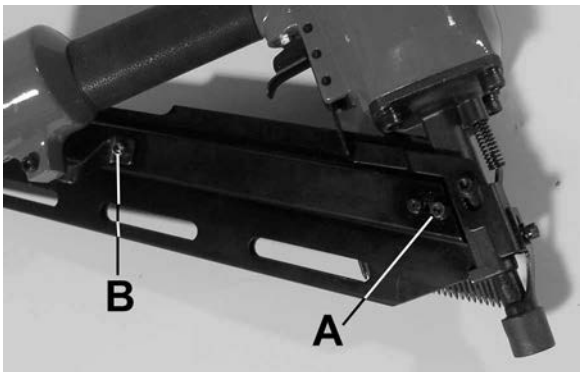

Figure 4
a) Retirez les deux boulons à tête cylindrique (A-un de chaque côté) Fig.4, retirez les écrous (B) et glissez le chargeur vers l'arrière.